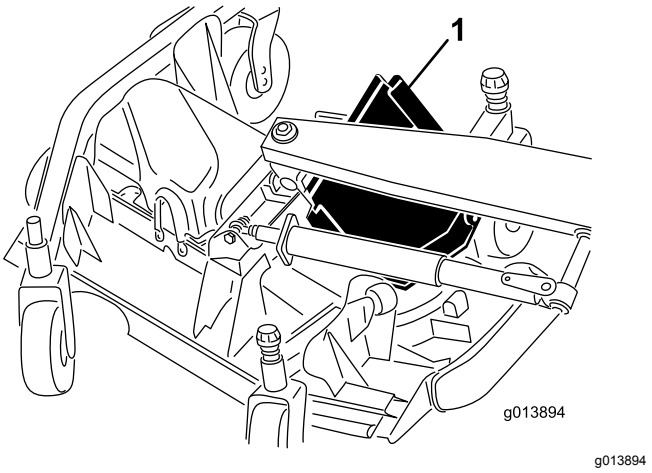

Bild 76
6. Heben Sie die vordere Kante an und führen sie zwischen dem Hubarm und der Rolle, um sie zu entfernen (Bild 76).